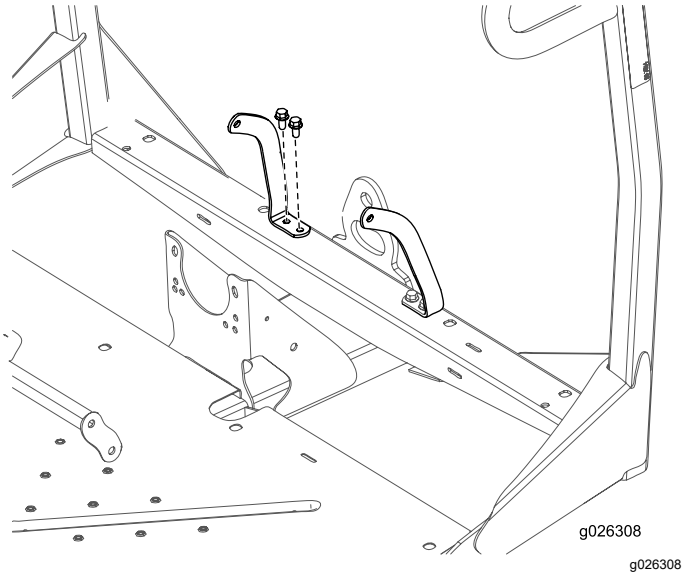

Figure 9
4. Fixez l'ancrage des ceintures de sécurité droite et gauche au profilé de cadre avec 4 boulons (3/8 po) et 4 écrous (3/8 po) (Figure 9).